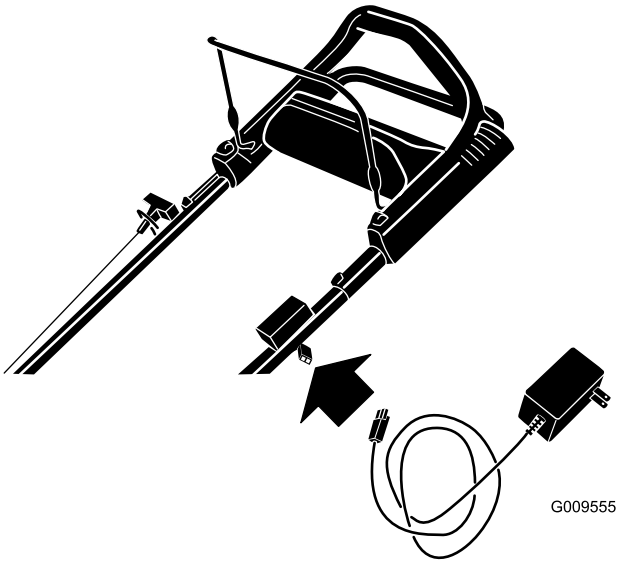

Figura 22
1. Conecte el cargador al arnés de cables del cortacésped, situado debajo de la llave de contacto (Figura 22).